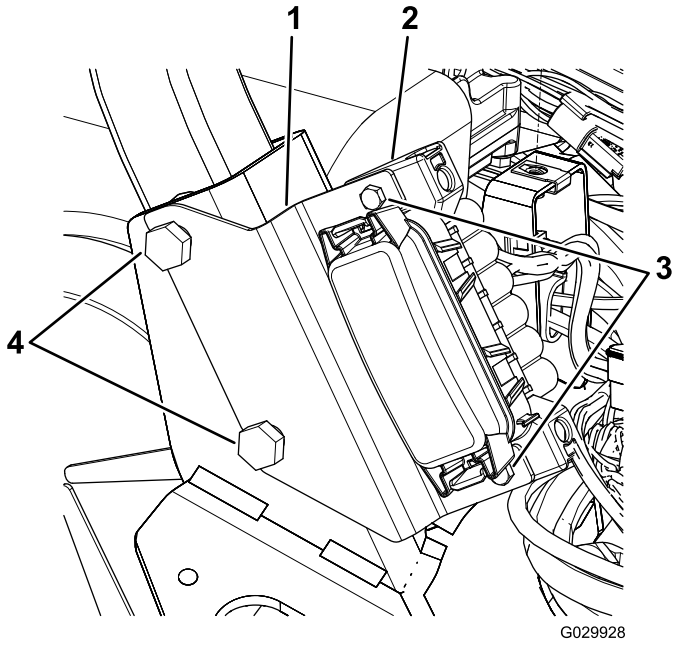

Figure 11
1. Loosen the 2 nuts and bolts securing the right side of the ROPS to the frame of the machine (Figure 11).
2. Align the slots in the fuse-block bracket with the bolts as shown in Figure 11.
4. Use the 2 screws to secure the fuse block to the bracket (Figure 11).